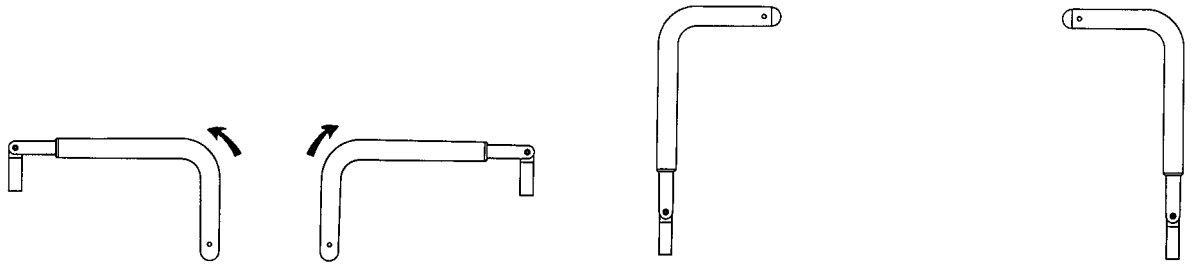

Figura 4 – Colocación de los mangos de empuje en el extremo de la cabeza
1. Gire los mangos hacia arriba desde el extremo del producto (Figura 4).